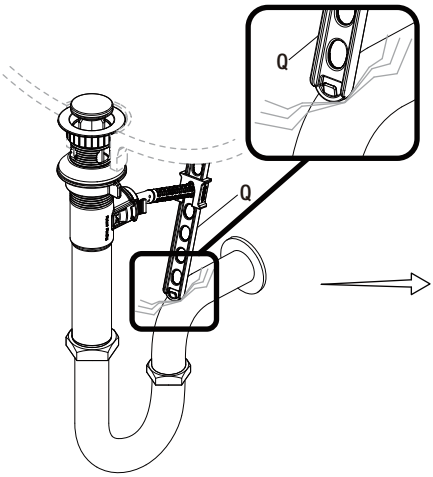

Fig. 1
- ☐ Si la sangle de la tige de tirage (Q) gêne votre installation, comme illustré sur la Fig. 1, la sangle de la tige de levage (Q) peut être raccourcie.